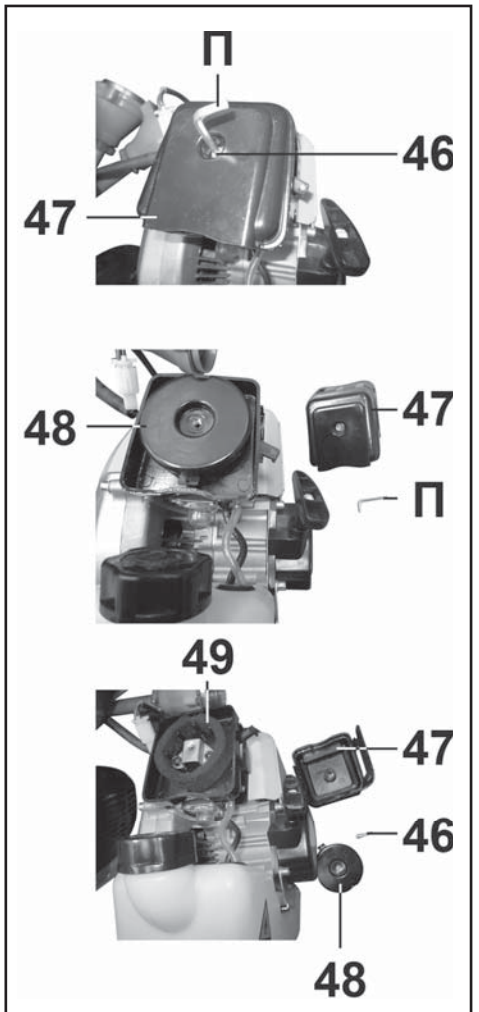

Рис. 14
8.1.2. Очистка воздушного фильтра (Рис. 14)
- Выкрутите винт (46) при помощи шестигранного ключа (П) из комплекта поставки на корпусе (13) воздушного фильтра и снимите крышку (47) воздушного фильтра.
- Снимите крышку (48).
- Снимите воздушный фильтр (49).
- Промойте воздушный фильтр (49) теплой водой (с небольшим количеством моющего раствора).
- Промойте воздушный фильтр (49) чистой водой.
- Установите воздушный фильтр (49) на место.
- Установите крышку (48) в соответствующие направляющие.
• Установите крышку воздушного фильтра (47), вставив планки в предусмотренные пазы в корпусе воздушного фильтра (13).
• Закрепите винтом (46) при помощи шестигранного ключа (П) из комплекта поставки крышку воздушного фильтра (47) (Рис. 14).